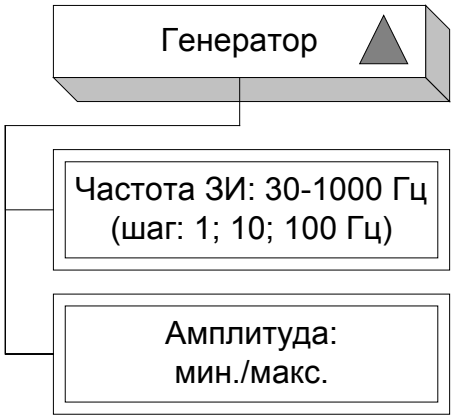

Рисунок 9 – Меню «Генератор»
6.3.1.1 Меню **«Генератор»** имеет следующую структуру (рисунок 9):